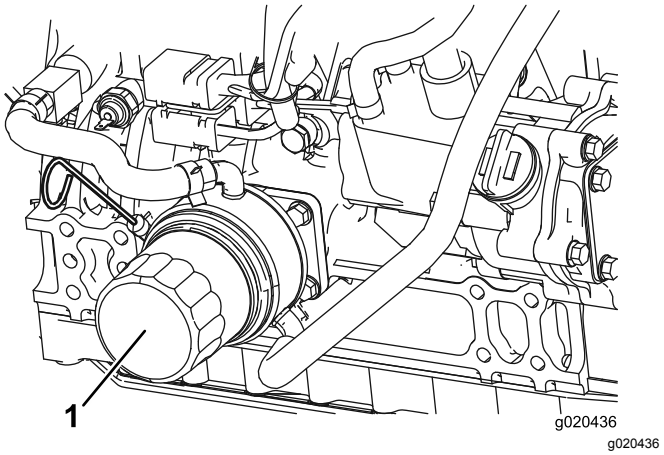

**Figuur 55**
2. Verwijder het oliefilter (Figuur 55).